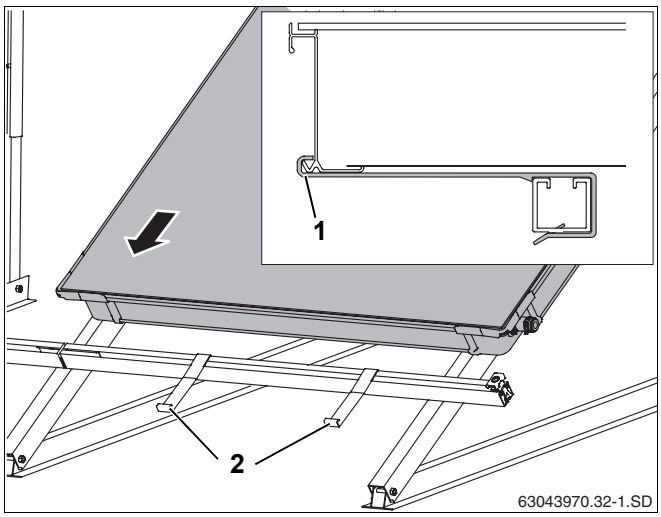

Rys. 46 Ułożenie pierwszego kolektora na szynach profilowanych
- Ułożyć pierwszy kolektor na szynach profilowanych i włożyć go (rys. 46) w zabezpieczenie przed zsunięciem się (rys. 46, **poz. 2**).
Dolna krawędź kolektora musi się znaleźć w otworze zabezpieczenia przed zsunięciem się (rys. 46, **poz. 1**).